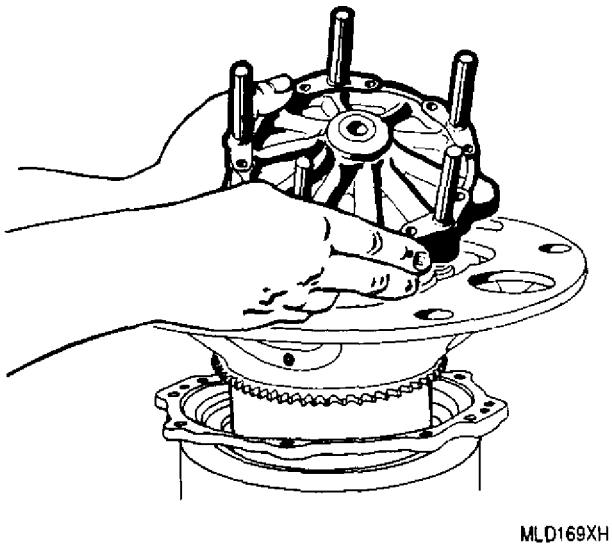

Figure 11. Installing Carrier Oil Delivery Flange and Lube Tubes
d. Install delivery flange on propeller shaft (figure 11).